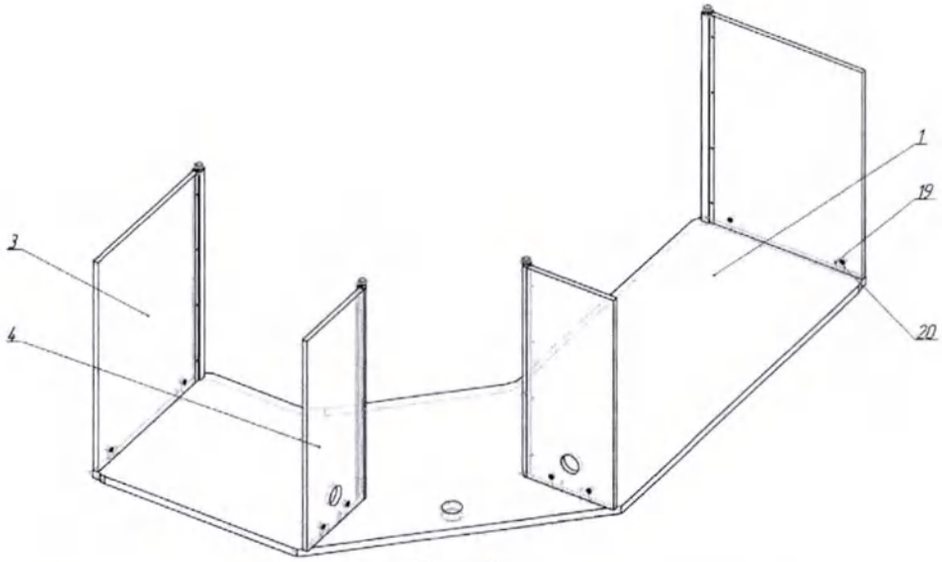

Рис. 3
4.7. С помощью крестовой отвертки или ключа, поворачивая по часовой стрелке эксцентрики (21), притянуть столешницу к торцам боковых и задней панелей. Закрыть эксцентрики заглушками (22) (рис. 3).